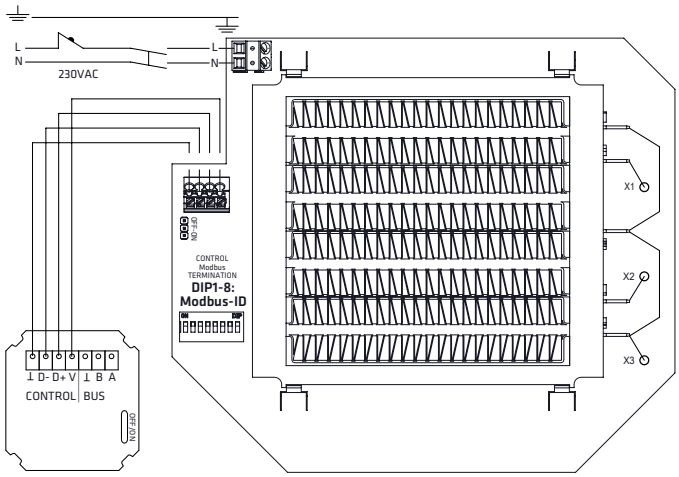

Abbildung 2.1
2. Nehmen Sie den Touchscreen (4) vom Verriegelungselement (3) ab.
3. Lösen Sie das Verrieglungselement beispielsweise mit einem kleinen Schraubendreher vom Bodenelement (1).
4. Befestigen Sie das Bodenelement (1) an der Abzweigdose.
5. Montieren Sie die Abdeckplatte (2).
6. Montieren Sie das Verriegelungselement (3).
7. Verbinden Sie die Kabel mit den Anschlüssen des Touchscreens, so wie in Abb. 2.1 dargestellt.
8. Drücken Sie den Touchscreen (4) in das Verriegelungselement (3), bis er einrastet.